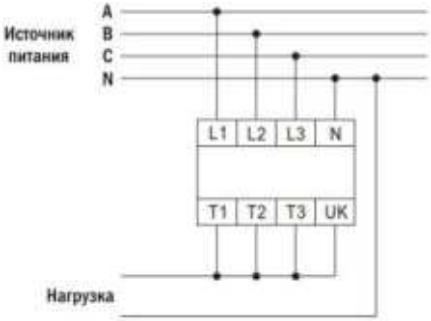

Рис. 2 – Схема подключения
2. Подключите реле выбора фаз согласно схеме подключения (рис. 2, 3). При токе нагрузки более 16 А используйте контакторы на соответствующий ток.